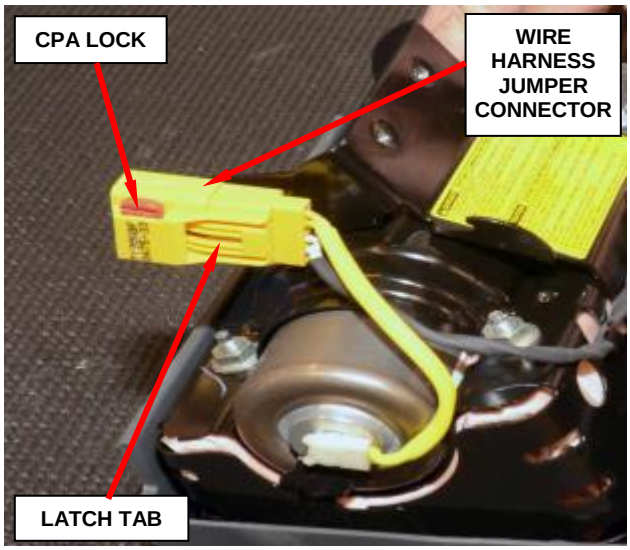

**Figure 53 – Wire Harness Jumper**
a. Slide the red Connector Position Assurance (CPA) lock on the connector toward the side of the connector (Figure 53).
11. Connect the instrument panel wire harness connector for the airbag to the passenger airbag inflator pigtail wire connector on the right side of the airbag mounting bracket. Be certain that the latch on the connector and the red Connector Position Assurance (CPA) lock are each fully engaged (Figure 53).